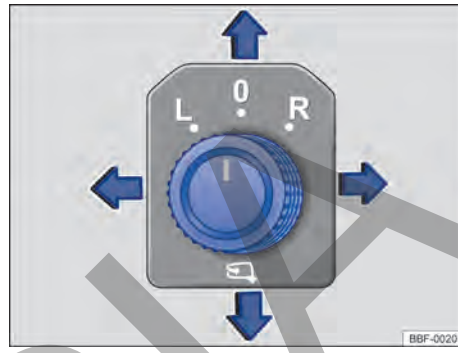

Fig. 77 En la puerta del conductor: mando giratorio de ajuste de los espejos retrovisores exteriores eléctricos.
– Girar la perilla en la puerta del conductor hasta el símbolo deseado → fig. 77.